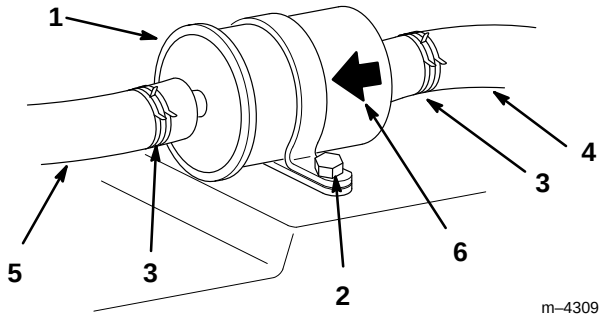

Figure 44
3. Retirer le boulon de fixation du filtre, et détacher le filtre (Fig. 44).
4. Pincer les extrémités des colliers et faire glisser ceux-ci pour les éloigner du filtre (Fig. 44). Détacher du filtre les conduites d'alimentation.
5. Enfoncer les conduites d'alimentation sur le filtre neuf, et rapprocher les colliers pour fixer les conduites (Fig. 44). La flèche de sens d'écoulement doit être pointée vers le moteur et la pompe d'alimentation. Fixer le filtre au châssis à l'aide du boulon enlevé précédemment (Fig. 44).